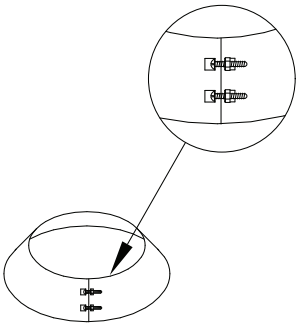

Figure 11
e. Wrap the Collar of the Attic Insulation Shield around the chimney and fasten it loosely. Slide the Collar down to meet the Attic Insulation Shield. Tighten the bolts to secure the Collar in place *(Fig 11)*.